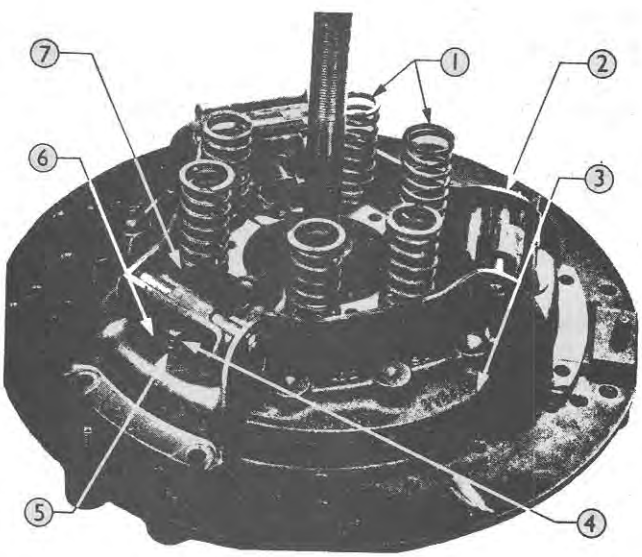

Figure 36
10. Remove the six pressure springs and the three release lever links, Figure 36.
2. Place the pressure plate on the fixture base and secure he cover assembly to the pressure plate with the three adjusting screws, flat washers, and locknuts, Figure 36, Tighten the locknuts fingertight.
3. Position the three release lever links on the release levers as shown in Figure 36, and install the six pressure springs.